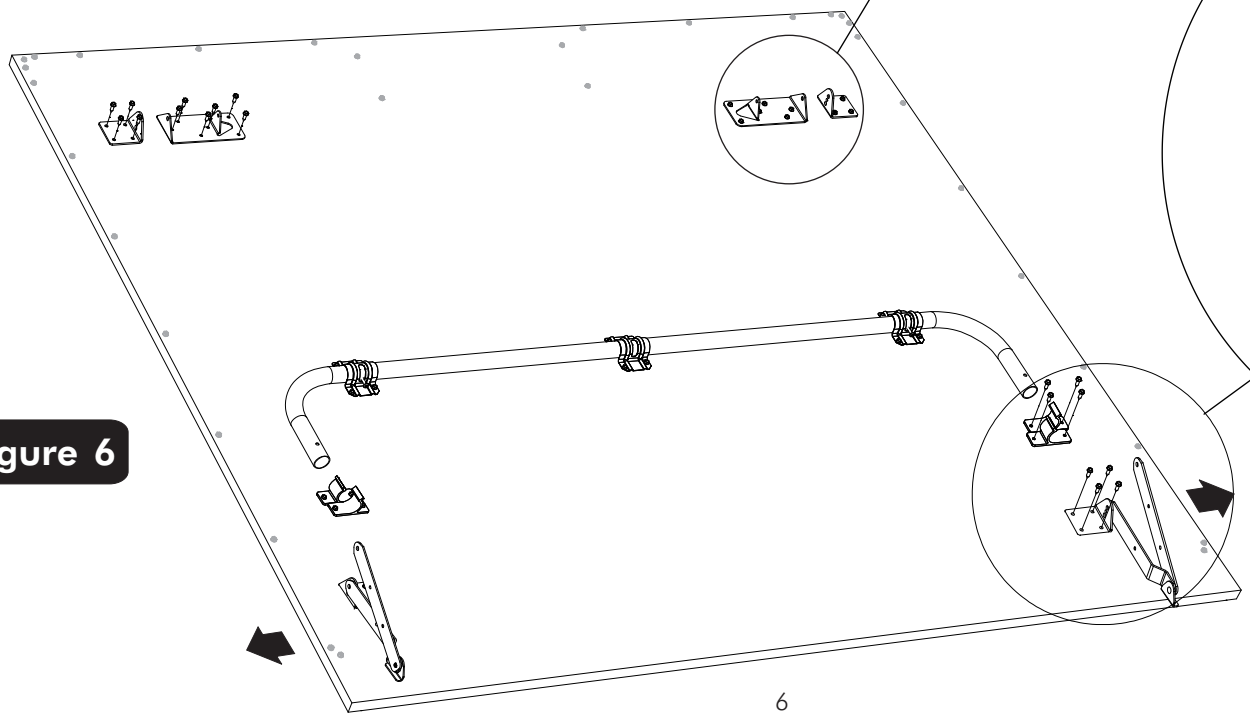

Figure 6
10. Assemble parts to the bottom of the table top with Screws (#5) as shown in **Figure 6**, **Detail C** and **Detail D**.
a) Align the holes in the Mounting Brackets (#25) & (#20) with Indentations in table top assembly and secure with screws (#5) as shown. All holes in each Mounting Bracket **must align** with Indentations in the top. See **Figure 6** and **Detail C**.
b) Align the holes in the two U-Support Clips (#6) with Indentations in table top. Be sure that the two U-Support Clips (#6) are positioned exactly as shown in **Figure 6** & **Detail D**.
c) Align the holes in the Hinge Bracket Assembly (#18) with Indentations in table top. Be sure that Hinge is facing the outside of the table and placed exactly as shown in **Figure 6** & **Detail D**.